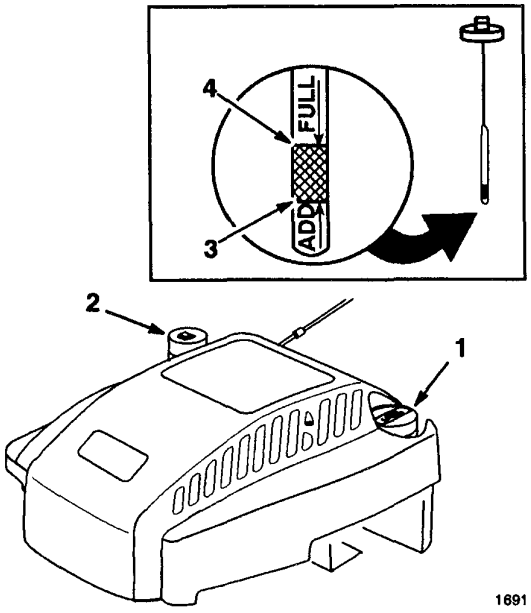

Figure 7
Before each use, assure oil level is between ADD and FULL marks (Fig. 7). Add oil if level is low.
3. Wipe dipstick and insert it into filler neck. Rotate cap 1/4 turn. Then remove dipstick and check level of oil (Fig. 7). If level is low, add only enough oil to raise level to FULL mark on dipstick. **DO NOT FILL ABOVE FULL MARK BECAUSE ENGINE COULD BE DAMAGED WHEN STARTED. POUR OIL SLOWLY.**
1. Clean around fuel tank cap and remove cap from tank (Fig. 7). Do not fill tank full. Using unleaded gasoline, fill fuel tank to within 6 to 13 mm (1/4" to 1/2") from top of tank, not into filler neck.